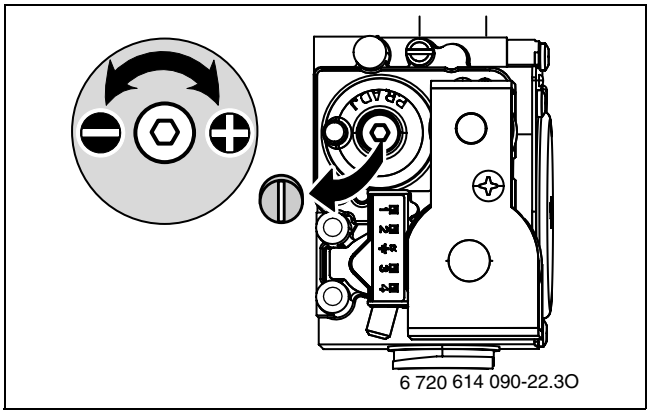

Рис. 57
- ▶ Перевірити співвідношення газ-повітря та при потребі настроїти (→ рис. 57).